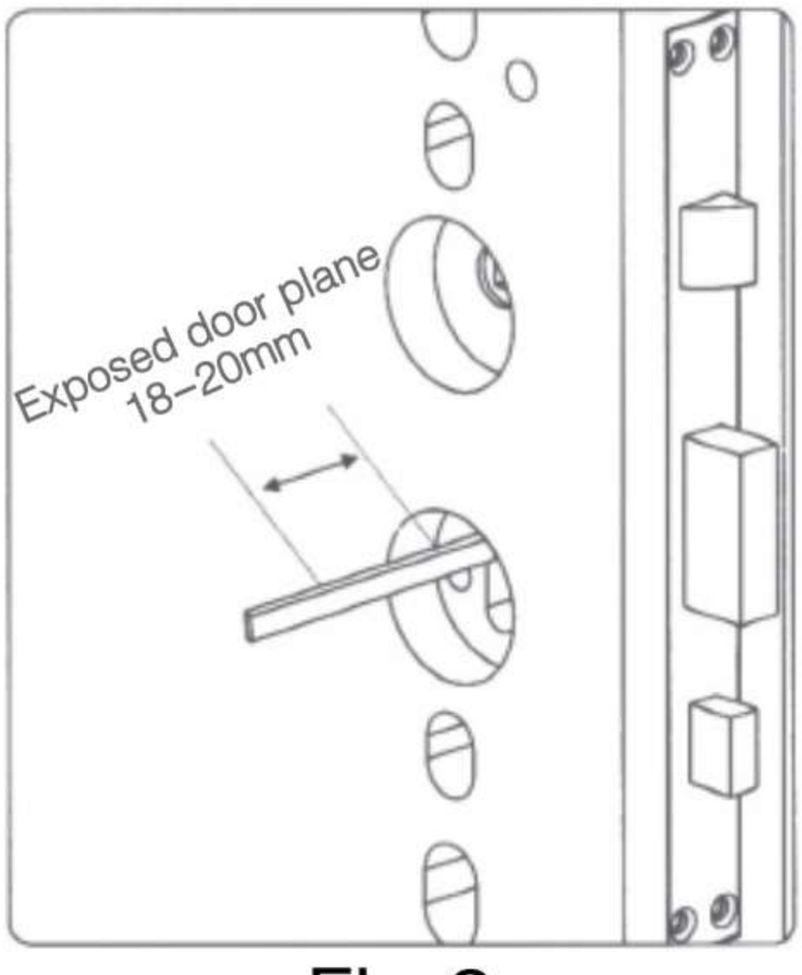

Fig.2
2. install the lock cylinder, fix the lock cylinder with the lock cylinder fixing screw,ensure that the copper bar of the lock cylinder rotating shaft faces the room,and the length is 18–20mmt of the exposed door surface (as shown in Fig. 2, the lock cylinder must be installed and then the copper bar should be cut)